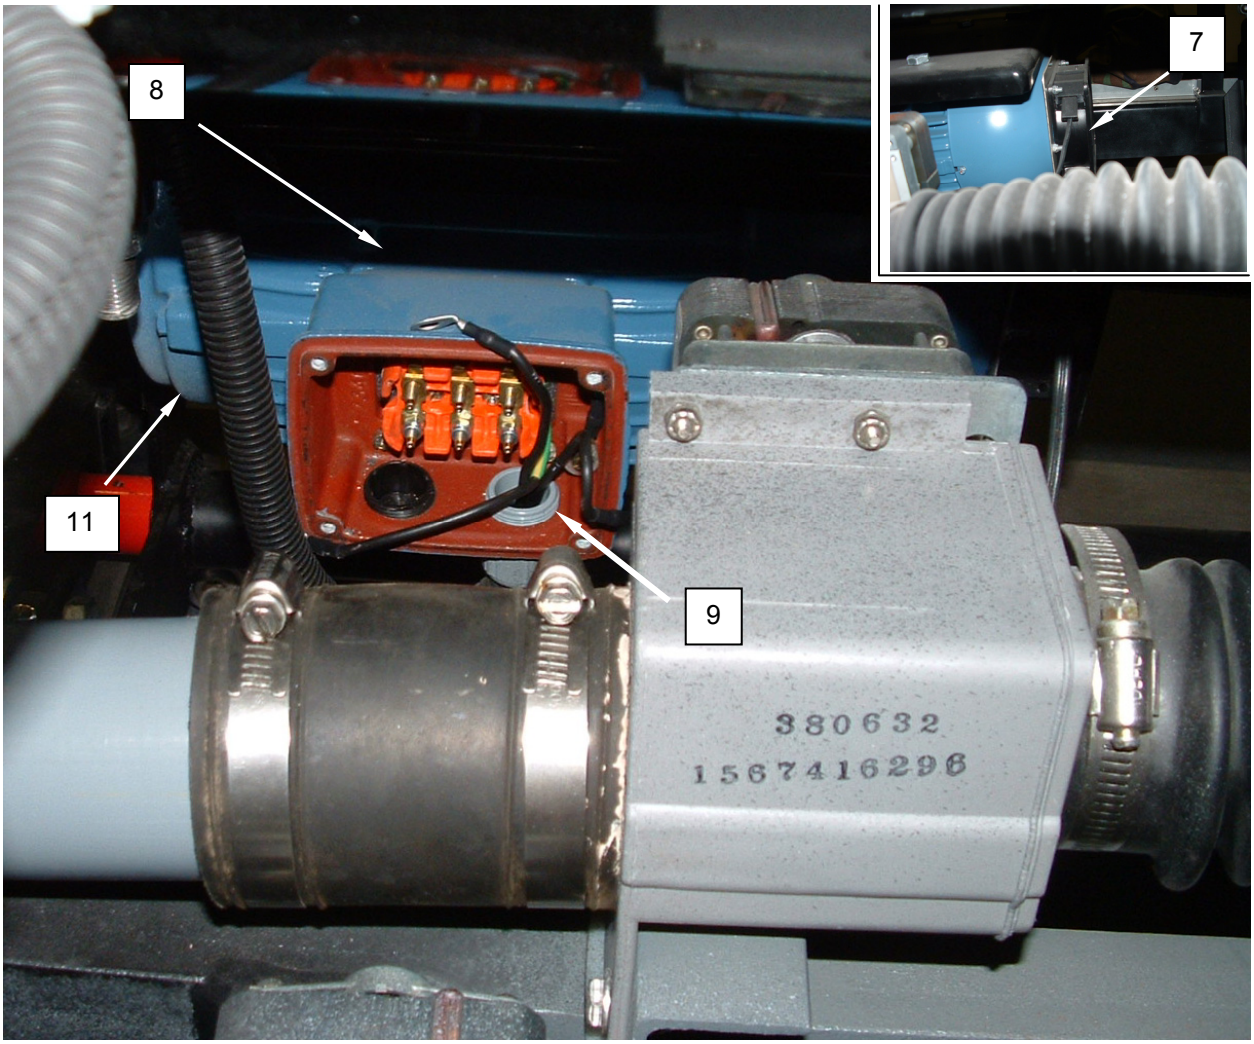

Figure 6. Replace the Washer Motor.
14. Remove screws retaining junction box **(Figure 6, Item 8)** cover to replacement motor **(Figure 6, Item 11)** and remove cover.
15. If necessary, knock out plug from conduit penetration on replacement motor **(Figure 6, Item 11)**.
16. Install conduit **(Figure 6, Item 9)** into junction box **(Figure 6, Item 8)** on replacement motor **(Figure 6, Item 11)**, and retain with locknut.
17. Connect wiring to motor **(Figure 6, Item 11)** and to the motor fan **(Figure 6, Item 7)** as tagged.
18. Install motor junction box **(Figure 6, Item 8)** cover and retain with screws.